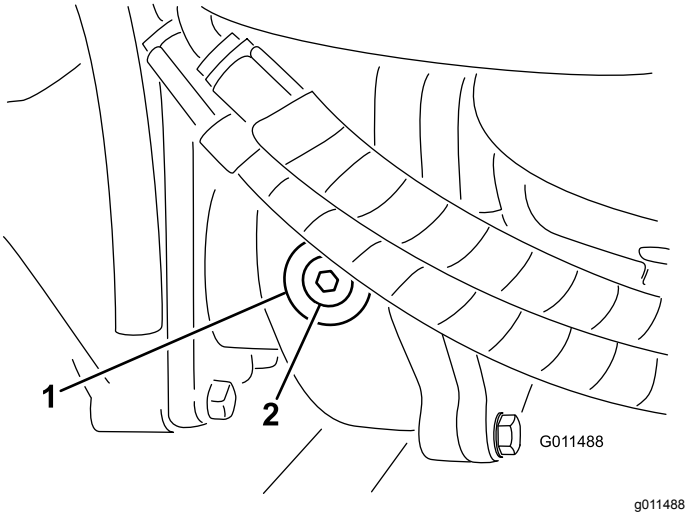

Figur 17
2. Ta bort kontroll-/påfyllningspluggen på växellådans vänstra sida och kontrollera att oljan når upp till botten av hålet (Figur 17).